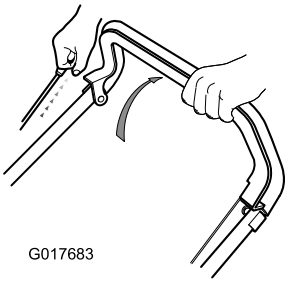

Рисунок 12
1. Удерживайте рукоятку останова двигателя прижатой к рукоятке (Рисунок 12).
2. Потяните рукоятку ручного стартера (Рисунок 12).